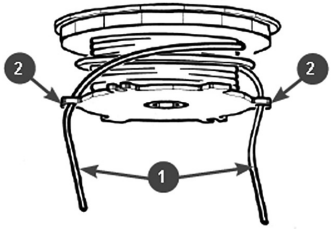

Рис. 14. Фиксация концов корда
6. Зафиксируйте концы 1 корда (длиной примерно 10-15 см) в специальных пазах 2 на катушке (Рис.14).